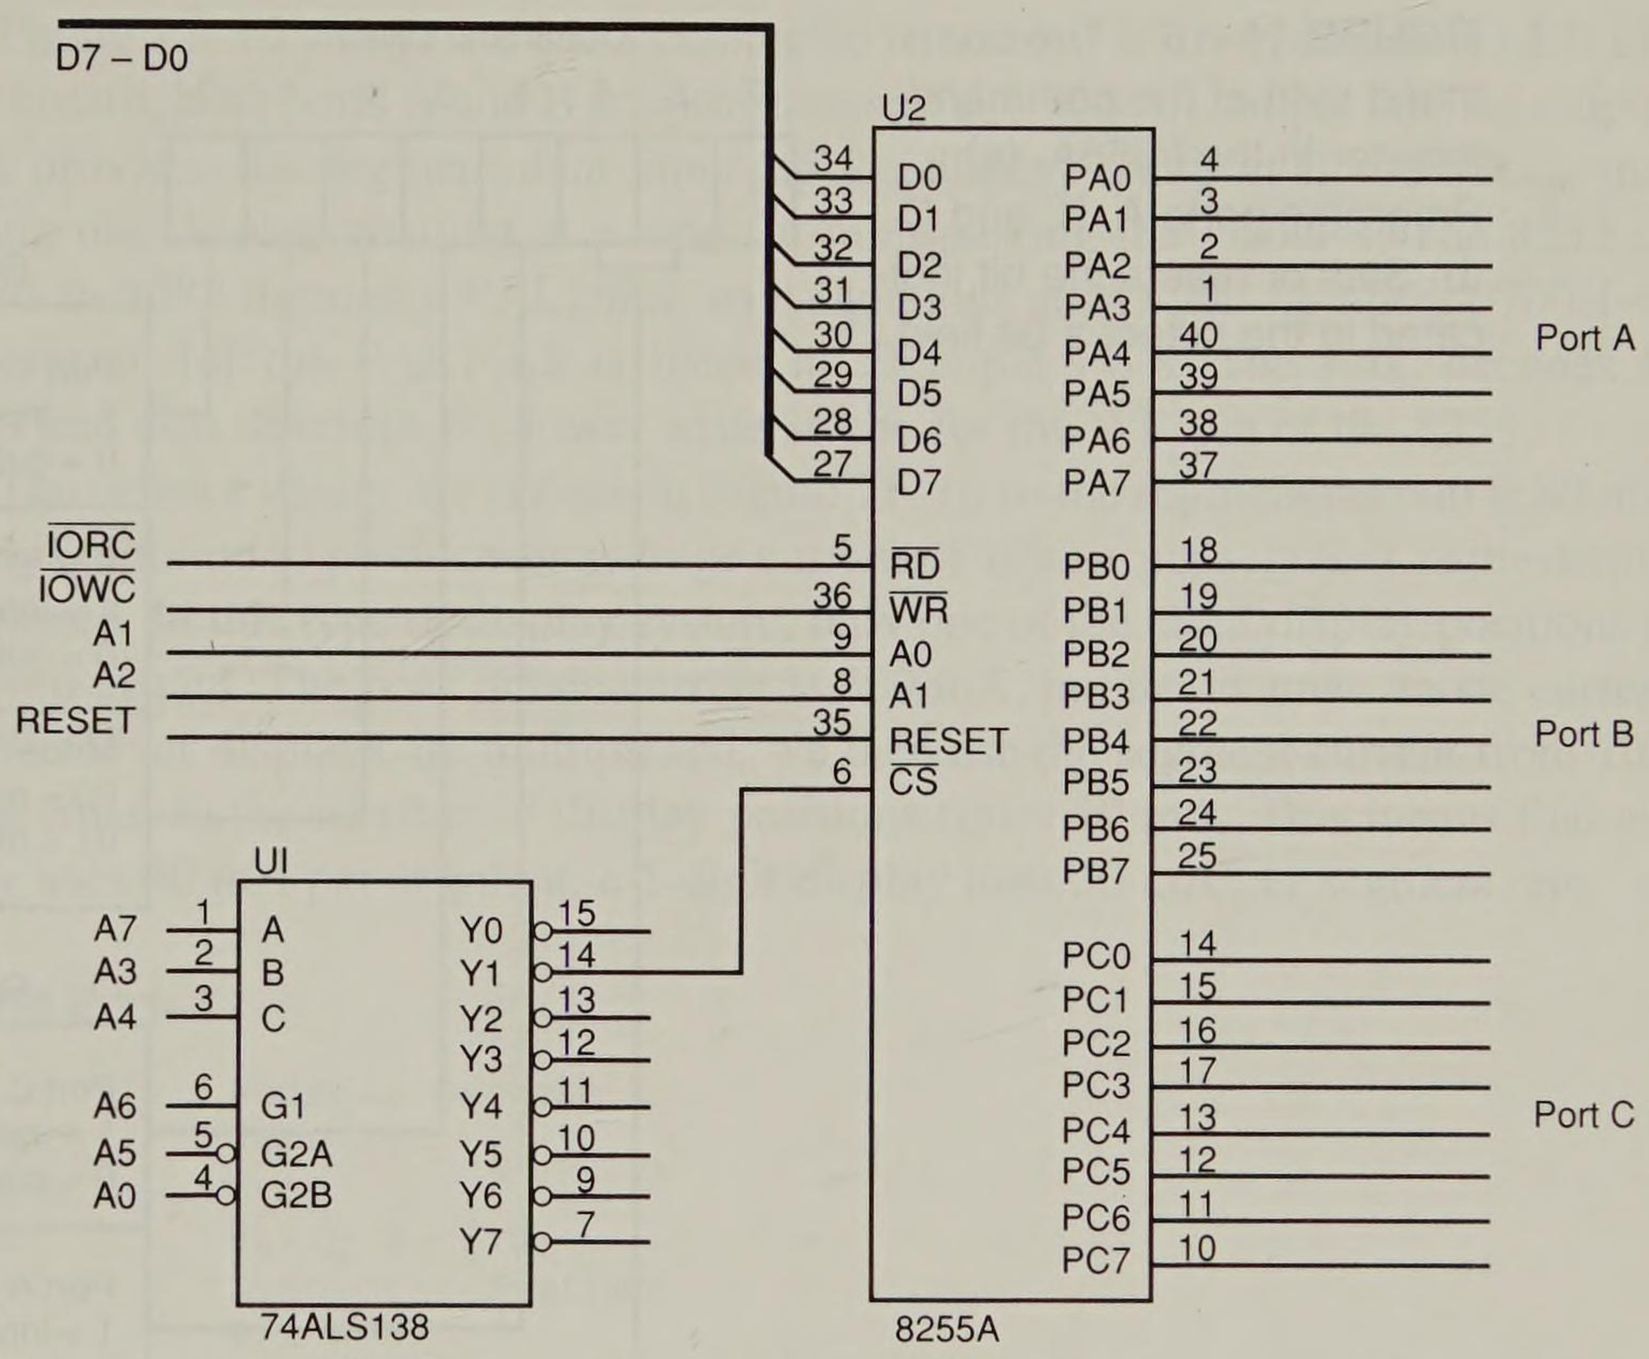

**FIGURE 11–14** The 8255A interfaced to the low bank of the 80286 microprocessor.
The 8255 is easy to program because it only contains two internal command registers as illustrated in Figure 11–15. Notice that bit position 7 selects either command byte A or command byte B. Command byte A programs the function of group A and B, while command byte B sets (1) or resets (0) bits of port C only if the 8255 is programmed in mode 1 or 2.